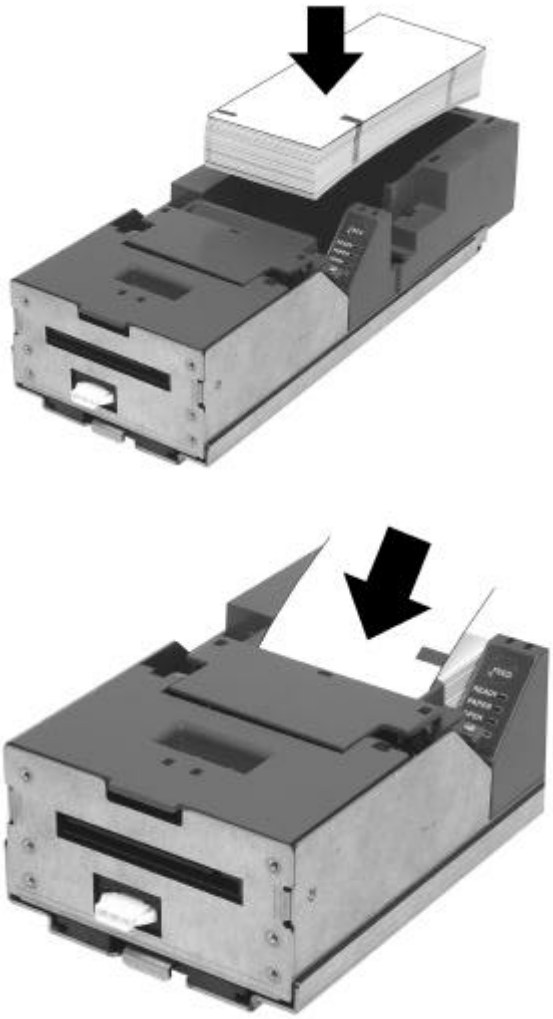

Figure 16. Ticket Loading and Ticket Feed Mechanism
- Load tickets into the ticket supply bucket, making sure that the Black Dot is positioned as shown in Figure 16.